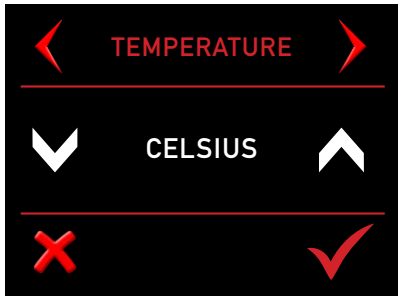

Bildschirm 2 - Symbol Schraubenschlüssel Bildschirm Temperatur
- Betätigen Sie auf Bildschirm 2 das Symbol